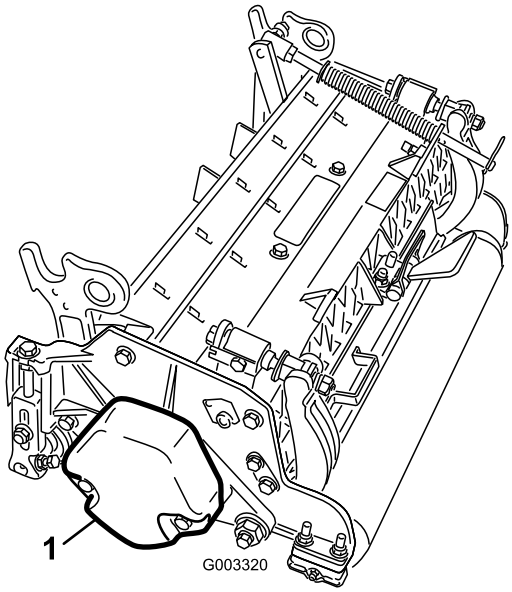

Bild 6
1. Entfernen Sie an den Mähwerken 2 und 4 die zwei Kopfschrauben, mit denen das Gegengewicht links am Mähwerk befestigt ist. Nehmen Sie das Gegengewicht ab (Bild 6).